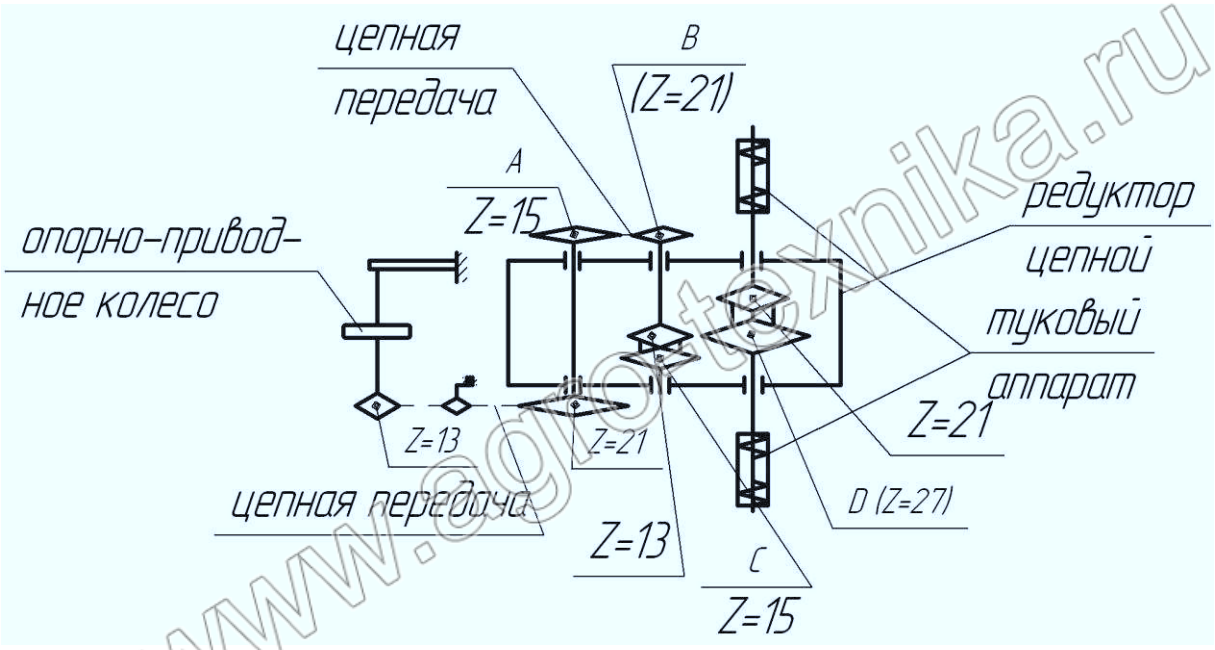

Рис. 7 - Кинематическая схема привода туковысевающих аппаратов
Для передачи крутящего момента от колес сеялки на высевающие валы туковых аппаратов на валу опорно-приводного колеса установлена приводная звездочка (Z=13), которая через приводную цепь вращает звездочку Z=21 (рис.7), установленную на входном валу механизма передач, на противоположном конце которого расположена звездочка (А). Далее, через звездочку (В) на двойной блок звездочек (С), а от него через двойной блок звездочек (D) передается на валы туковысевающих аппаратов.
Варианты установки звездочек и норм высева туков приведены на рис. 7 и в таблице 3.